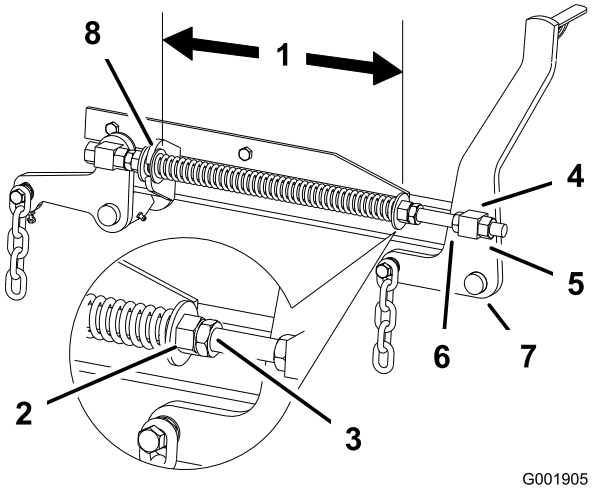

Figuur 81
2. Controleer de afstand tussen de 2 grote ringen; deze moet 29,2 cm bedragen (Figuur 81).
3. U kunt deze afstand instellen door de contramoer van de veer los te draaien en vervolgens te draaien aan de moer op de voorkant van elke veer (Figuur 81). Als u de moer rechtsom draait, wordt de veer korter; als u de moer linksom draait wordt de veer langer.
4. U borgt de moer in deze stand door de contramoer van de veer vast te draaien (Figuur 81).